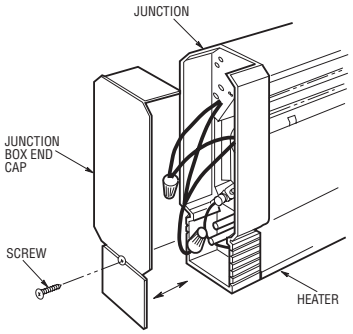

**Figure 3. Removal of End Cap**
3. Remove the left or right junction box end cap by removing the screw in the end of the heater and sliding the cap outward from the heater (Figure 3).